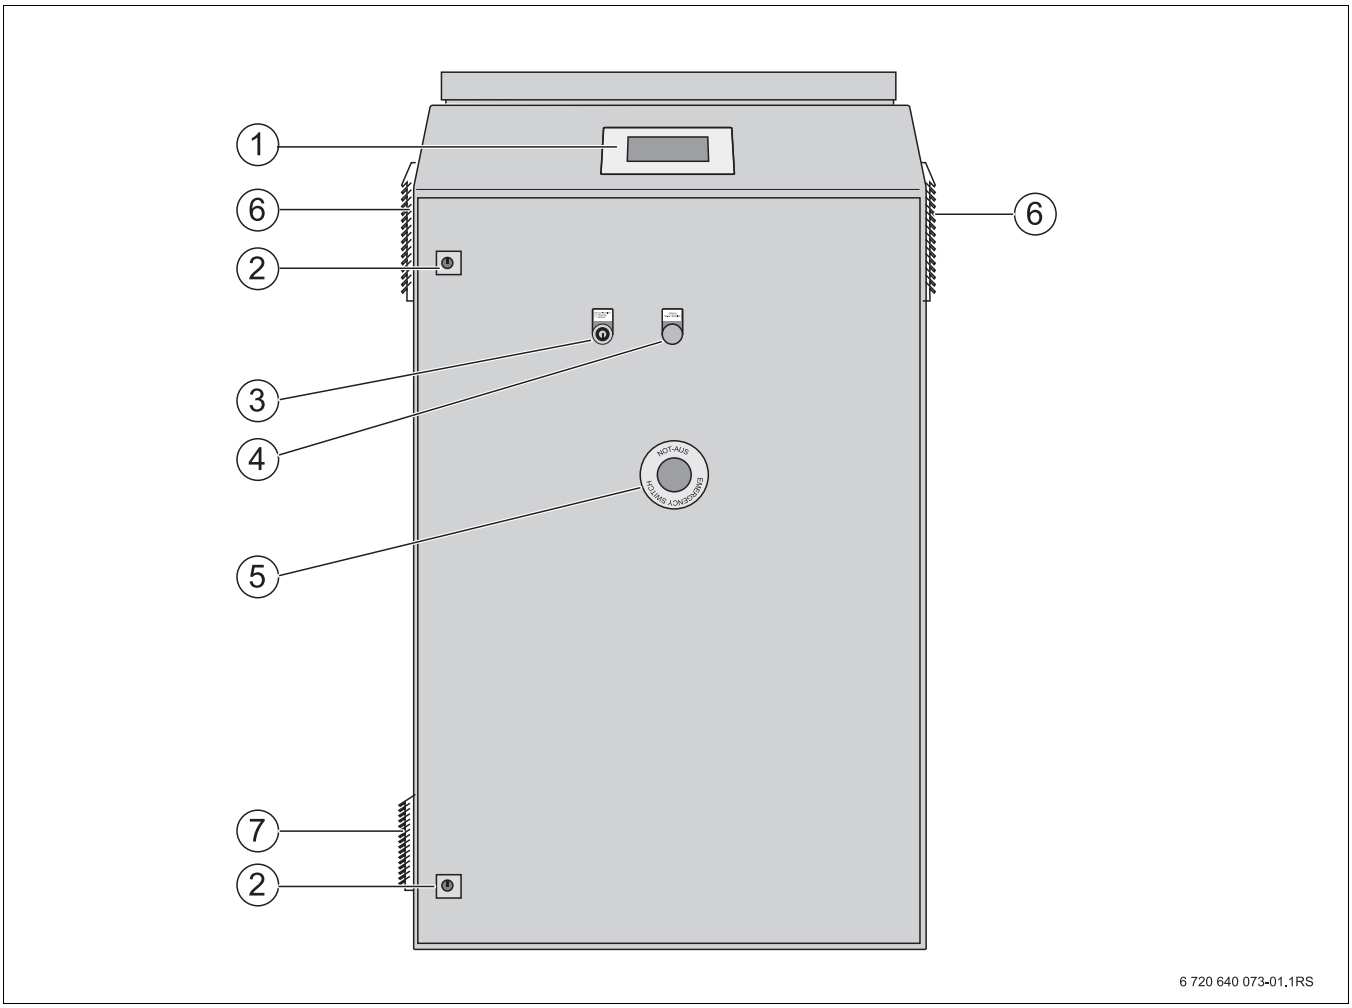

Afb. 3 Schakel- en besturingskast met bedieningselementen
- NOOD-STOP (→ afb. 3 [5], pagina 10)